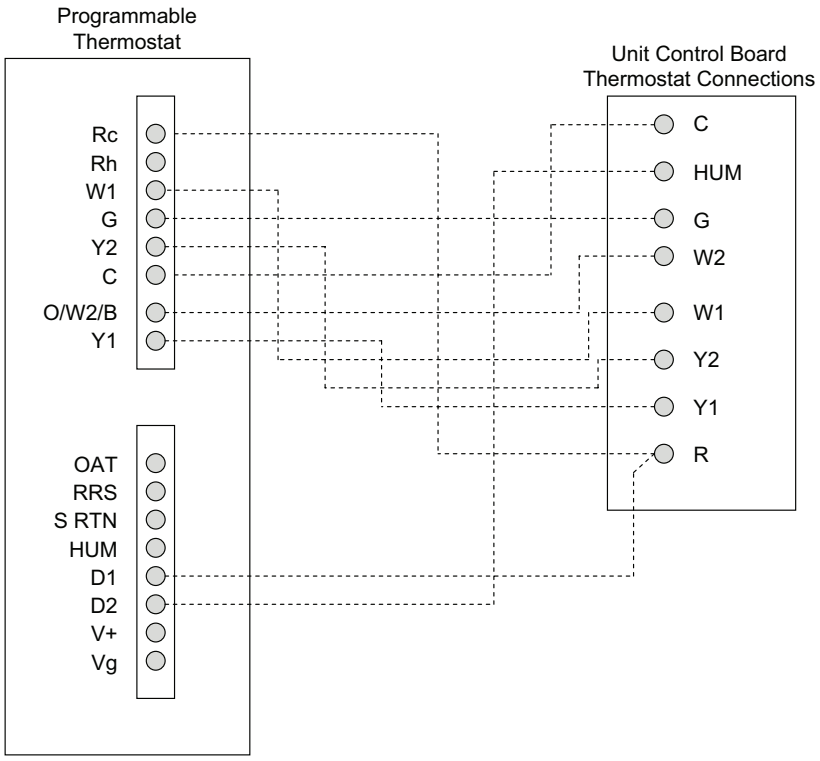

Fig. 36 — Typical Rooftop Unit with Humidi-MiZer® Adaptive Dehumidification System and Edge® Pro Thermidistat Device
3. The Thermidistat has dry contacts at terminals D1 and D2 for dehumidification operation (refer to Fig. 36). Connect D1 to the R terminal on the UCB. Connect D2 to the HUM terminal on the UCB. Refer to the installation instructions included with the Carrier Edge® Pro Thermidistat device for more information.